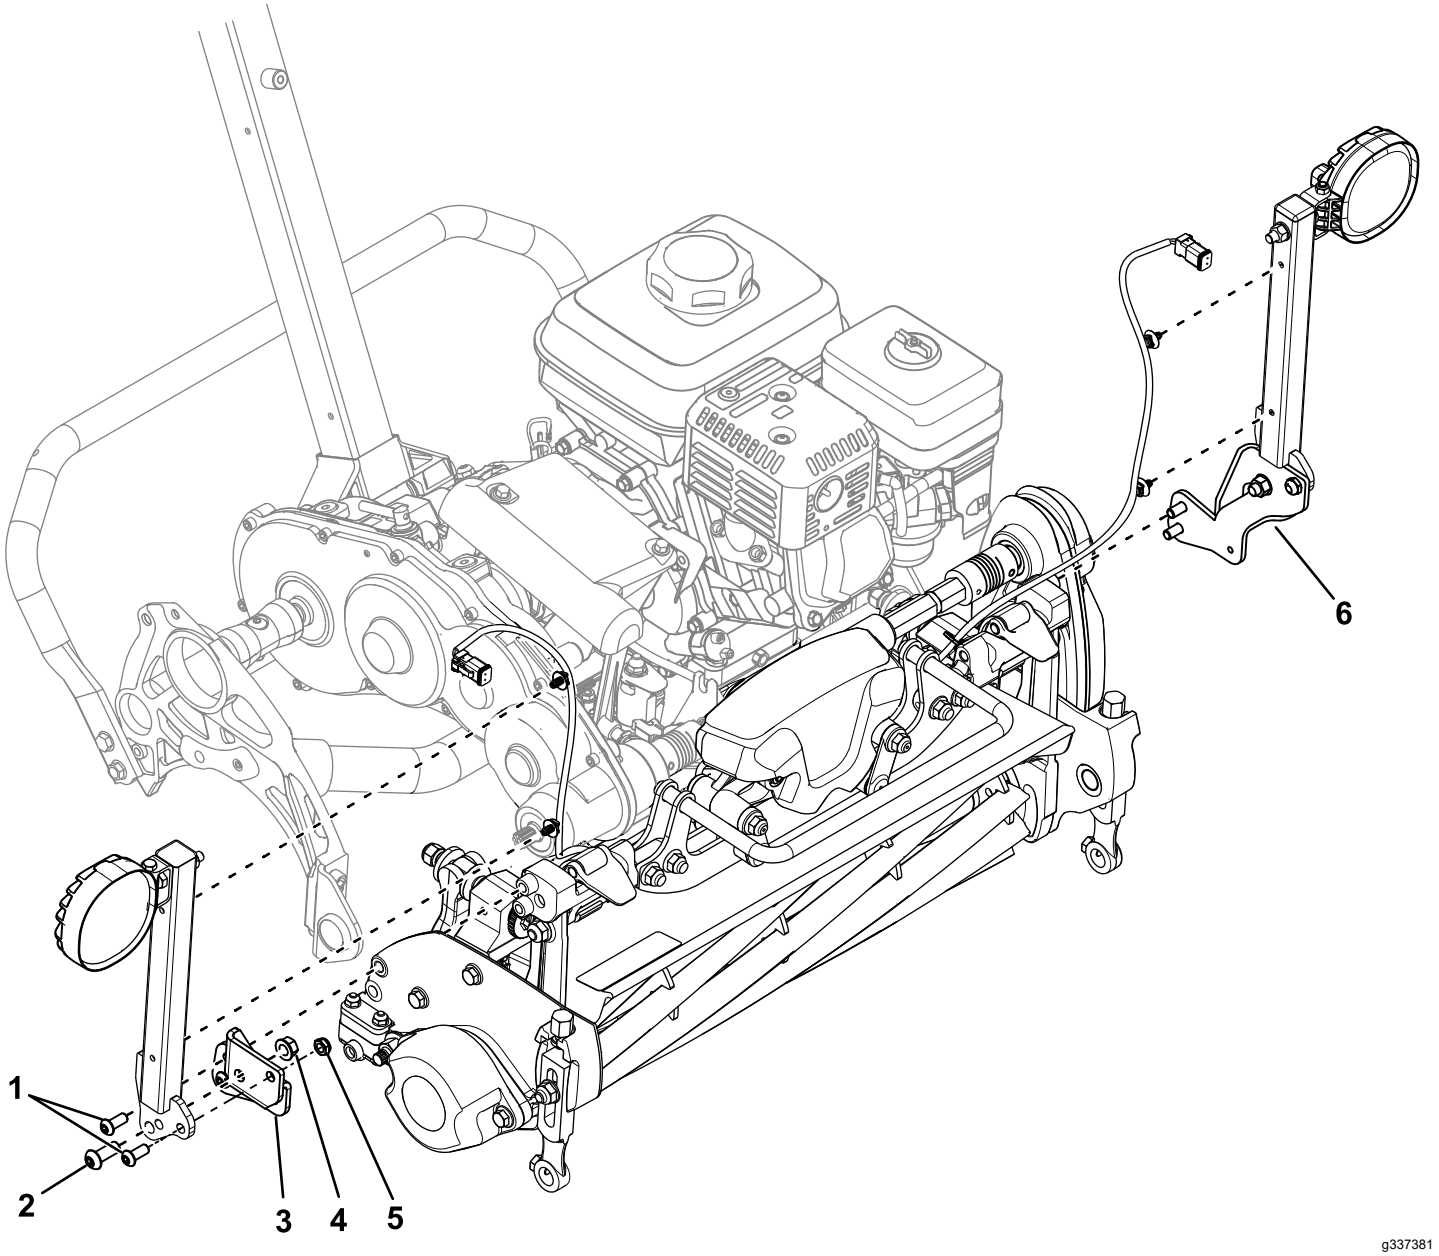

Рисунок 4
1. Используйте 2 винта с головкой под торцевой ключ (5/16 дюйма), 2 контргайки, 2 винта с головкой под торцевой ключ (⅜ дюйма) и 2 фланцевые гайки (⅜ дюйма) для крепления монтажных стоек фар к монтажным кронштейнам (Рисунок 4).
2. Используйте 4 винта с головкой под торцевой ключ (5/16 дюйма) для крепления монтажных кронштейнов к торцам узла режущего блока (Рисунок 4).